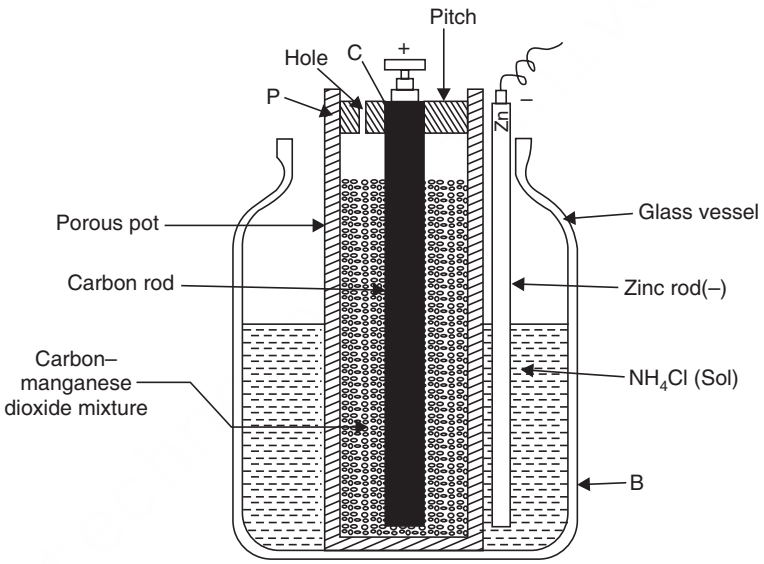

Fig. 10.14 Leclanche cell.
(*a*) **Leclanche cell.** (Fig. 10.14) This type of cell was devised by Georges Leclanche. The cell consists of a glass vessel B, which contains a saturated solution of NH_4Cl as an active liquid. The cathode is an amalgamated Zn-rod (Z) dipped partially in NH_4Cl solution. The anode is made of gas carbon (C) placed within a porous pot P which is also dipped partially in NH_4Cl solution. The space between the carbon rod and the pot is filled with a mixture of powdered charcoal and MnO_2 which serves as a depolariser. Since MnO_2 is a very poor conductor, charcoal is added to increase the conductivity. The top of the pot is sealed with pitch. The seal has a hole to allow the escape of NH_3 gas. The e.m.f. of the cell is 1.4 V.